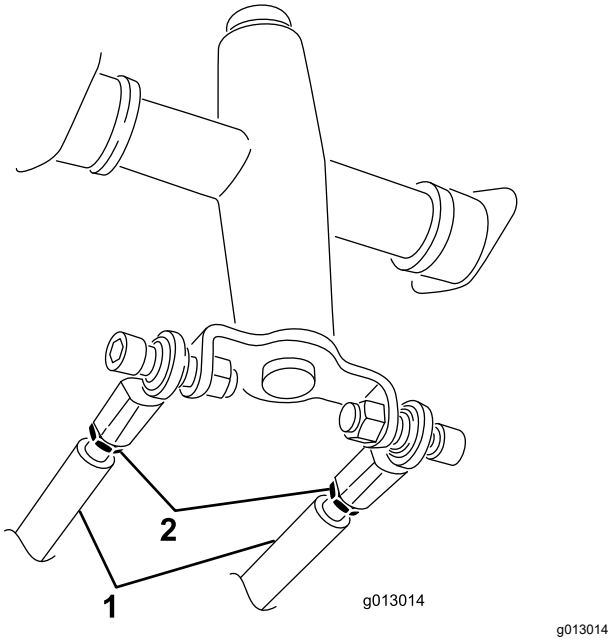

Rysunek 56
3. Poluzuj nakrętki zabezpieczające na drążkach zespołu jezdnego, pod panelem sterowania (Rysunek 56).